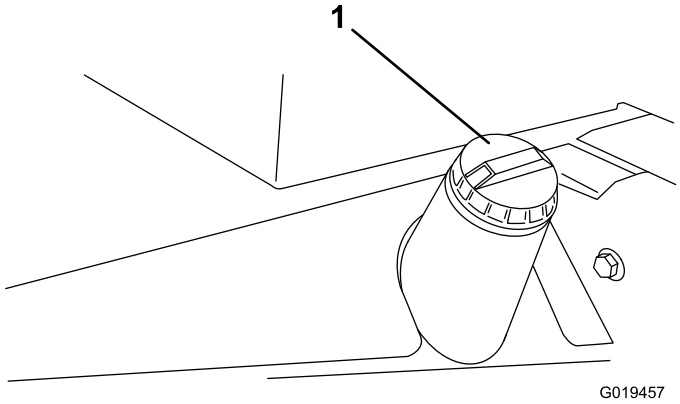

Bild 33
3. Schrauben Sie den Tankdeckel ab (Bild 33).